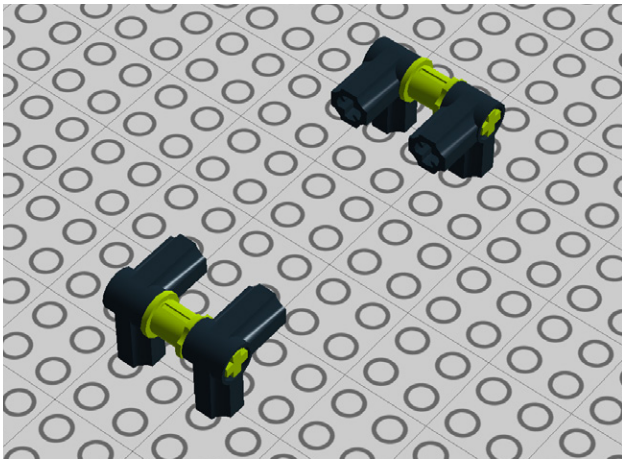

Figure 7-45. *Step 38: Preparing the angle elements*
38. Grab four angle elements and connect them as you see in Figure 7-45 with 3M cross axles and bushes. They won't want to stick together, so you may have to hold them in place.